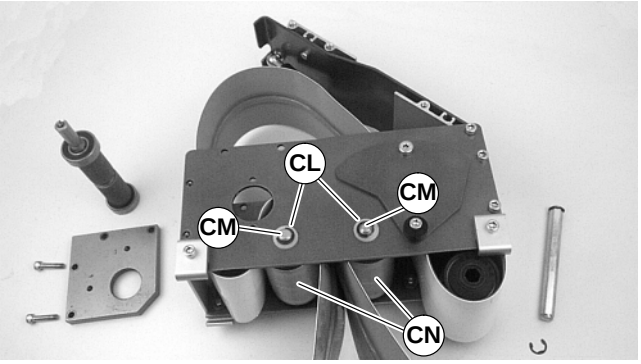

Abbildung 37
- Bei 44 mm, 70 mm oder 95 mm breiten Förderern den Sprengring und Beilagscheiben (CL siehe Abbildung 37) abnehmen. Umlenkwellen (CM) und Umlenkspindeln abnehmen (CN).